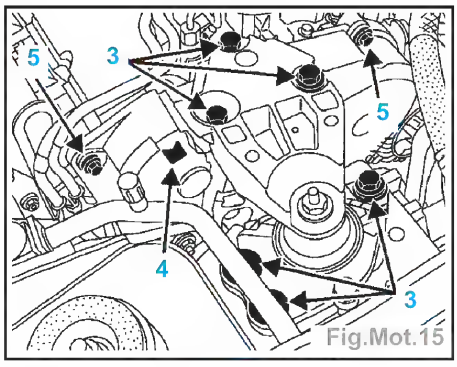

Fig.Mot.15
- la coiffe du support pendulaire moteur avec son tampon élastique (vis 3) (Fig. Mot.15),
- reporter le repère de Point Mort Haut (4) sur la tôle de poulie d'arbre à cames,